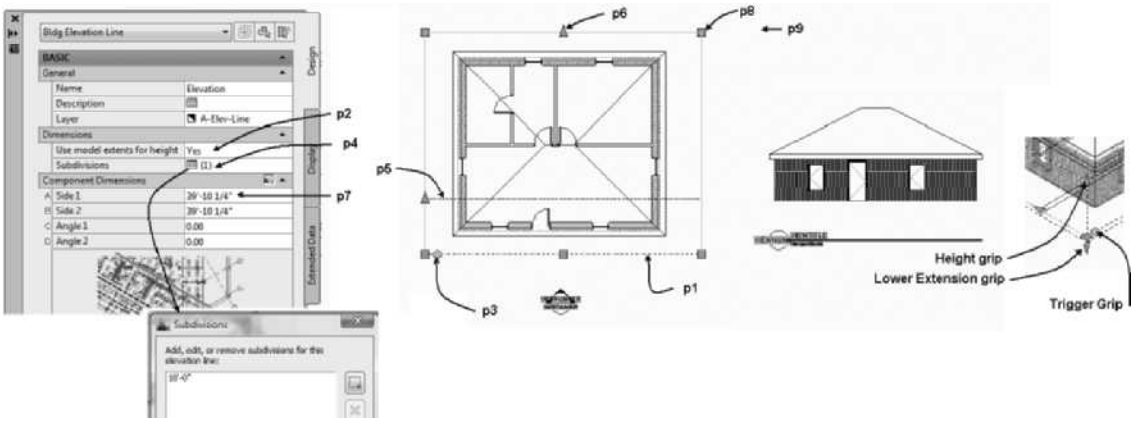

FIGURE 12.14 *Properties of the Building Elevation/Section line*
4. Select the building elevation/section line shown at **p1** in Figure 12.14. Verify the Properties palette is open. The General section of the Design tab lists the layer property as A-Elev-Line.
5. The Dimensions section indicates the Use model extents for height is listed as Yes (refer to **p2** in Figure 12.14); therefore, the height property creates a projection box inclusive of the height of the objects selected for the elevation.